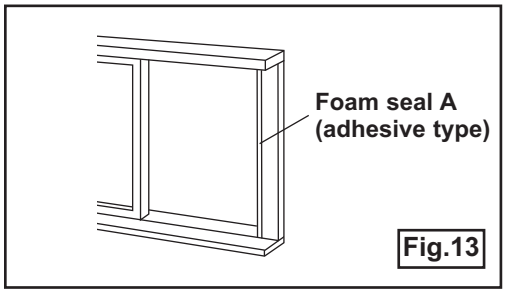

Fig.13
1. Measure the adhesive foam seal to fit the windowsill. Cut the foam seal (adhesive type) to the proper length and attach it to the window frame. See fig. 13.